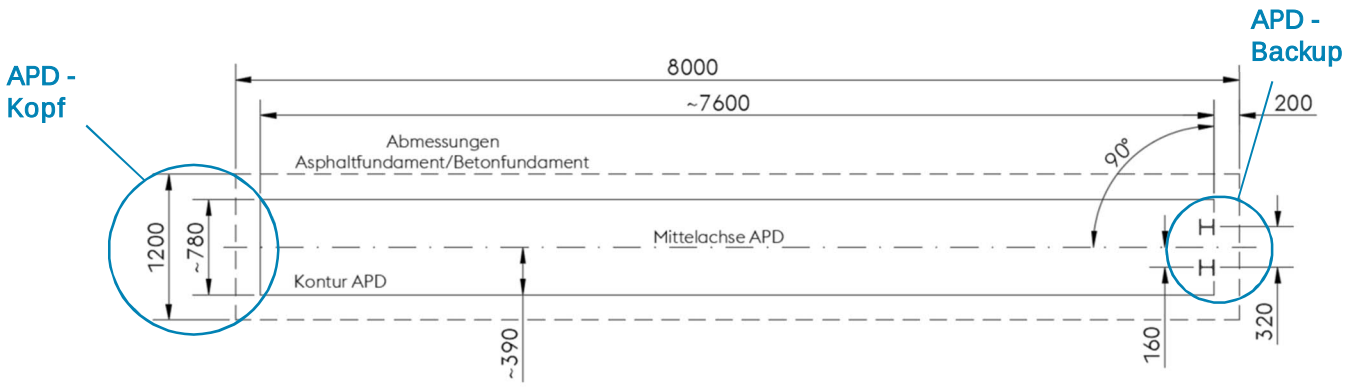

Abbildung 1
- Die Gesamtschichtdicke aller eingebauten Asphaltschichtdicken bzw. die Betondicke darf 20 cm nicht unterschreiten. Dies gilt auf einer Fläche entsprechend der Kontur des APDs gemäß Abbildung 1 plus einem allseitigen Zuschlag von mindestens 20cm. Bei geringeren Dicken ist die Vorgehensweise im Einzelfall mit dem Hersteller abzustimmen.
Die Mittelachse des APD und die im rechten Winkel dazu liegende Achse der beiden I120-Steher (siehe Abb. 1)